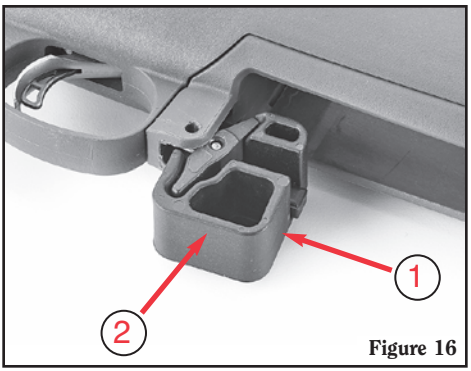

Figure 16
f. Bring the assembly tool alongside the slot of the magazine well and push it toward the back of the rifle. (See Figure 16.)